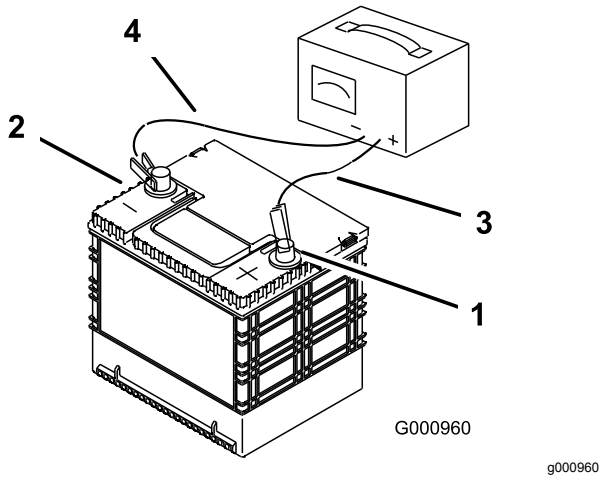

Figur 57
2. Når batteriet er fuldt opladet, skal du tage opladeren ud af stikkontakten og derefter frakoble opladningskablerne fra batteriets poler (Figur 57).